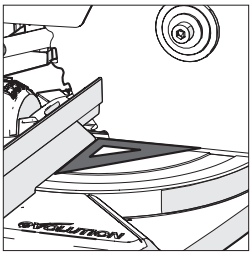

Fig. 14
- Coloque o esquadro na mesa com o lado mais curto apoiado na mesa de forma a que o outro lado mais curto do esquadro fique contra a lâmina (evitando as pontas dos dentes da lâmina TCT) **(Fig. 14)**.